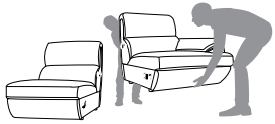

Rys. 1
- Montażu (czy demontażu) elementów modułowych (np. narożnikowych) powinny dokonywać co najmniej dwie osoby. Najpierw należy unieść elementy zewnętrzne (rys. 1), a następnie dostawić je do elementu narożnego, opuścić i docisnąć. Prosimy przy tym zwrócić uwagę na prawidłowe mocowanie uchwytów, tzw. łapek (rys. 2), znajdujących się i w górnej, i w dolnej części narożnika.